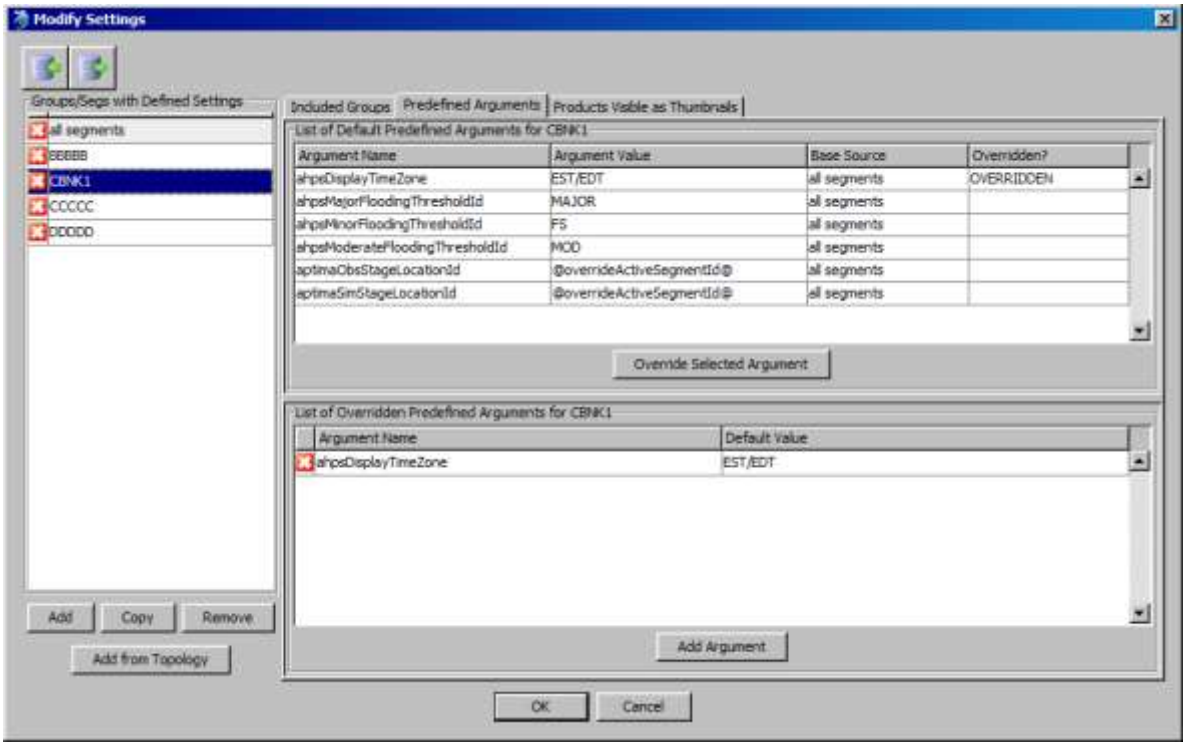

Figure 3-2: The **Modify Settings Dialog** after selecting "CBNK1" from the **Segs/Groups With Defined Settings Table**.
The **Modify Settings Dialog** is shown in Figure 3-2. The components are as follows:
The components of the **Predefined Arguments Tabbed Panel**, shown in Figure 3-2 (Section 3.1.2) are as follows:
- **Change Default Settings Button**: Click to open the **Modify Settings for Segment Dialog** centered over the panel. The dialog allows for modifying the settings for the active segment, and is exactly identical to the tabbed panels portion of the **Modify Settings Dialog** shown in Figure 3-2. The dialog will only allow modification of settings for the active dialog. See Section 3.1.2 (pg. 21) for more details.